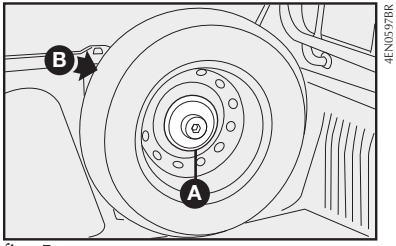

fig. 5
- Nas versões com cabine curta, destarrraxar o pino suporte da roda sobressalente **A-fig. 5** ou **6** e retirar a mesma de sua sede **B-fig. 5** e **6**.